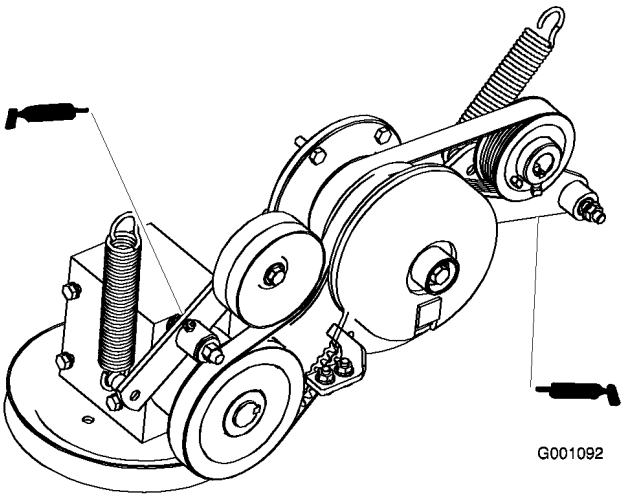

Figur 32
7. Smør lederullarmen for drivremmen (Figur 32).
8. Smør lederullarmen på pumperemmen (Figur 32).